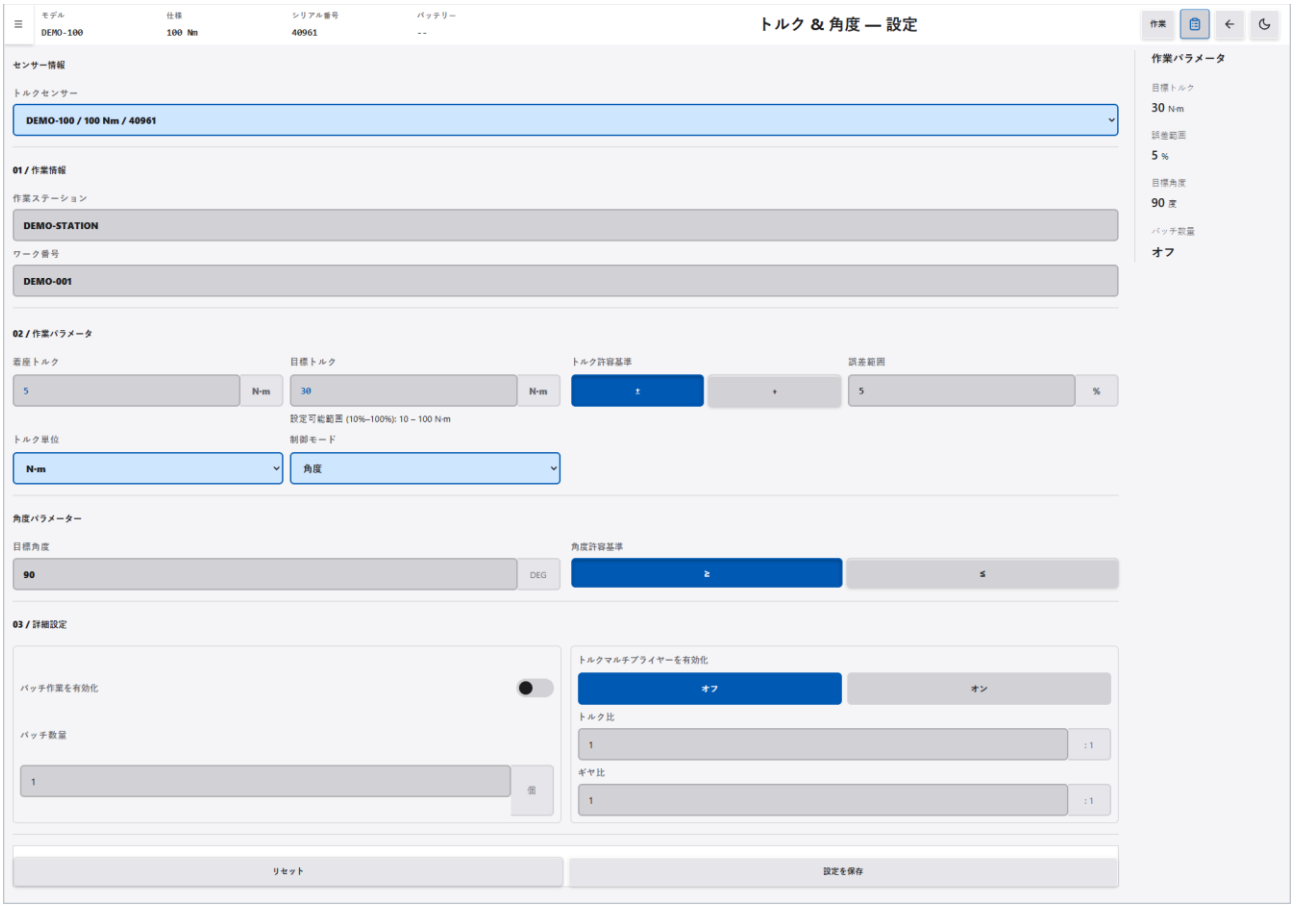

図 6-2　トルク & 角度 設定画面
1. トルク & 角度 作業画面で、右上の「設定」をクリックします。「トルク & 角度 — 設定」が表示され、フォームには現在保存されている設定が入力されています（図 6-2 を参照）。